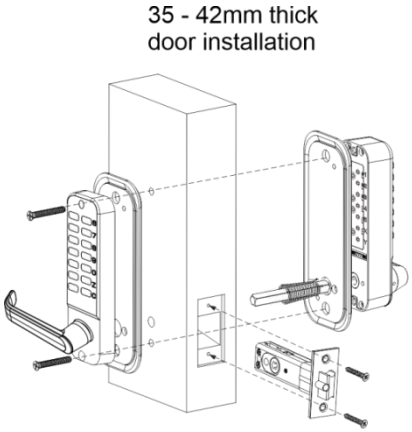

FIG8A
4) Installazione di porte di spessore 35~42 mm, della serratura del pannello frontale e inserire il l'altra estremità nel foro su IL Indietro pannello.Dopo Per l'installazione, utilizzare la guarnizione in gomma in dotazione. e montaggio viti.(come in Fig. 8A)